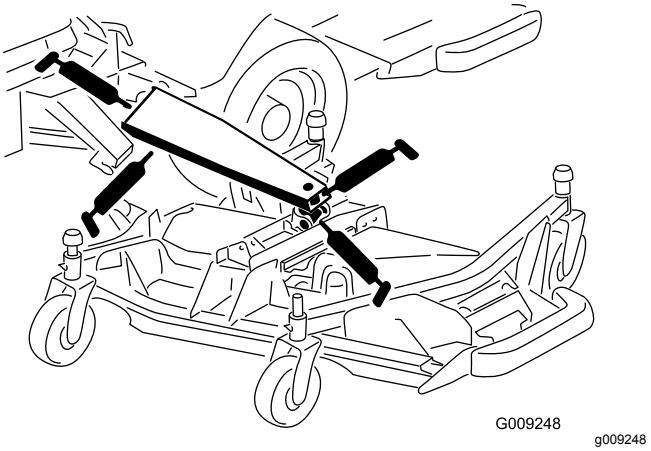

**Figur 92**
- 3 løftearmens hovedbøsninger (Figur 92)
- 1 løftecylinderbøsning (Figur 92)